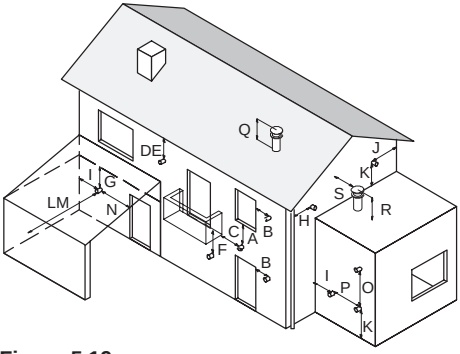

Figura 5.19
- rispettare le distanze minime di Figura 5.19 ed eventuali norme nazionali e locali vigenti.